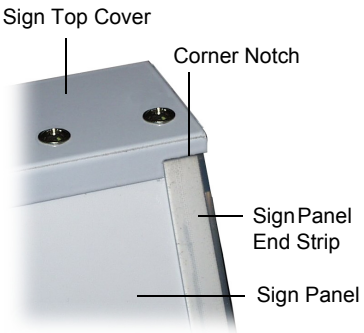

Figure 12: Sign Corner Detail
3. Locate one top corner of the sign panel into the corner notch of the top cover. Ensure the end strip fits neatly into the corner notch (see figure 12, page 28).